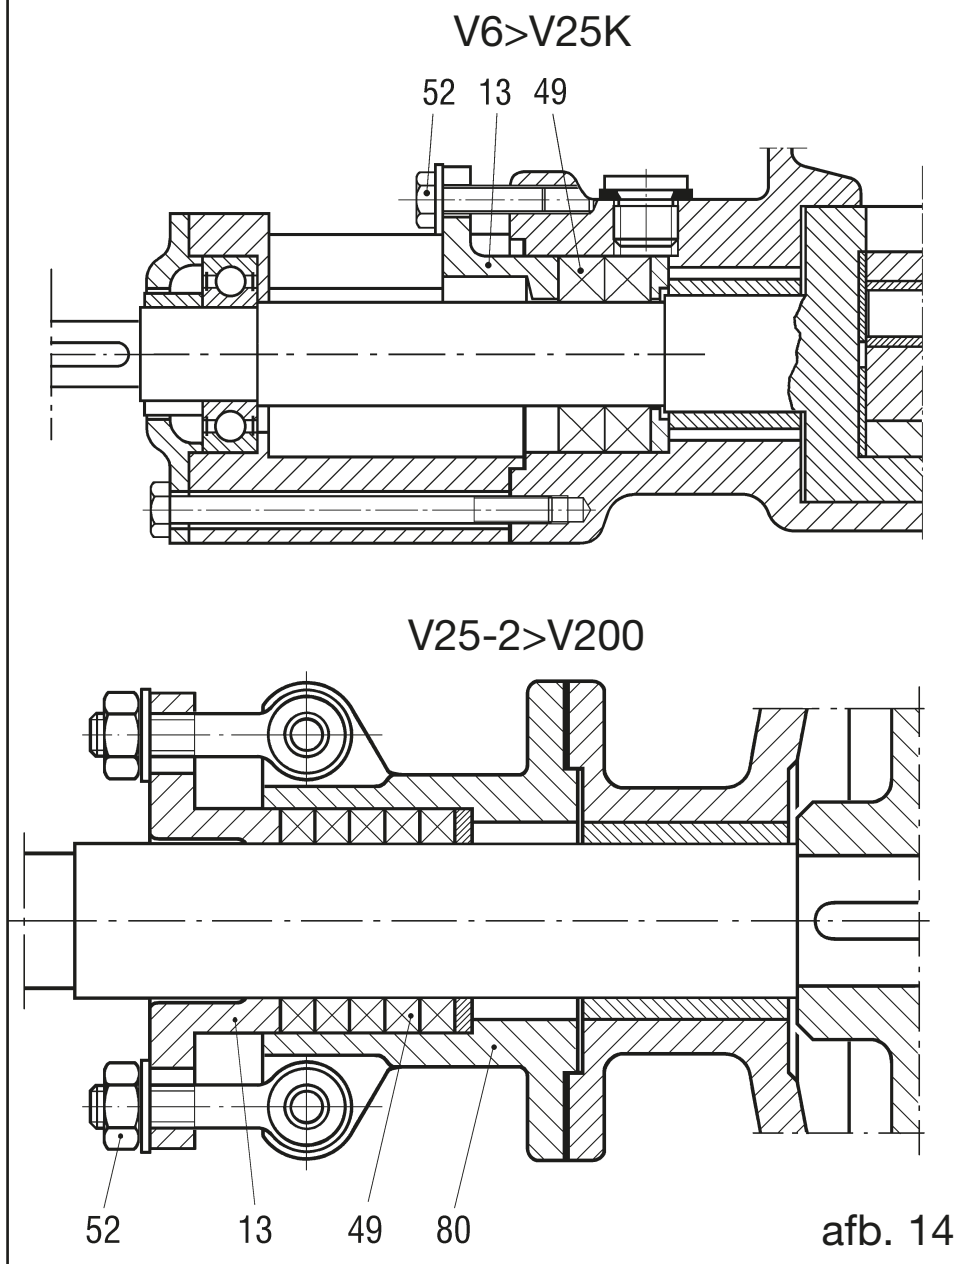

afb. 14
11.7 Verwijdering van de afdichting met pakkingvlecht voor pompen van V25-2 tot V200 (afb. 14)